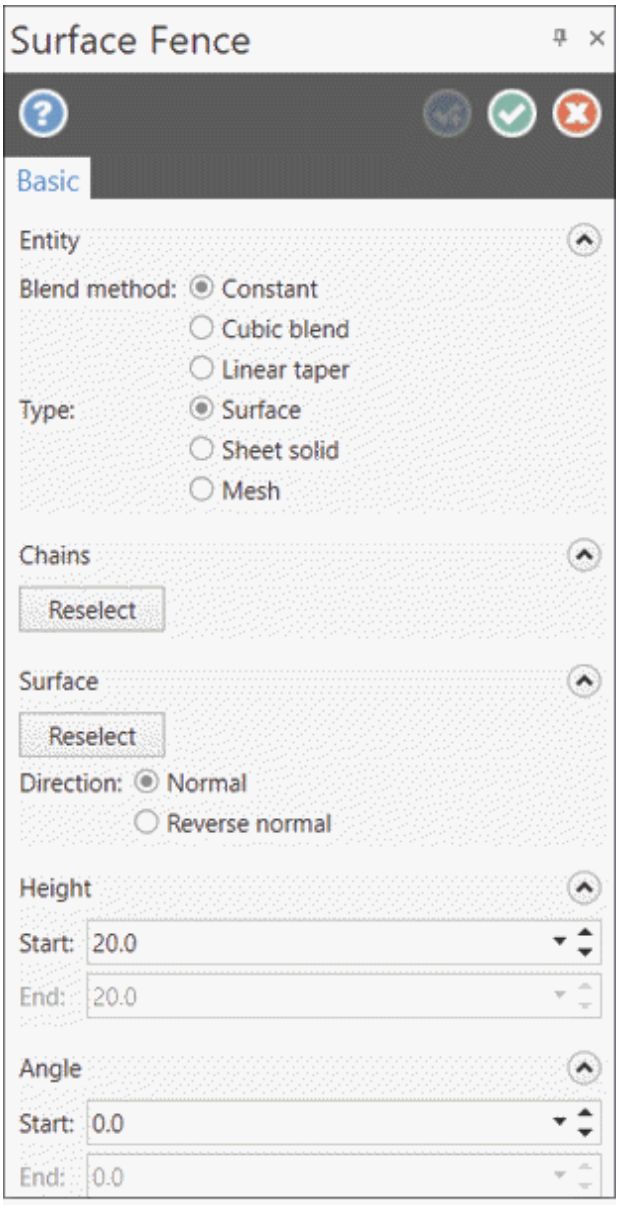

Figure-33. Surface Fence Manager
- Click on the **Fence** tool from the **Create** group in the **Surfaces** tab of the **Ribbon**. The **Surface Fence Manager** will be displayed; refer to Figure-33 and you will be asked to select the surface to which new surfaces will be perpendicular.